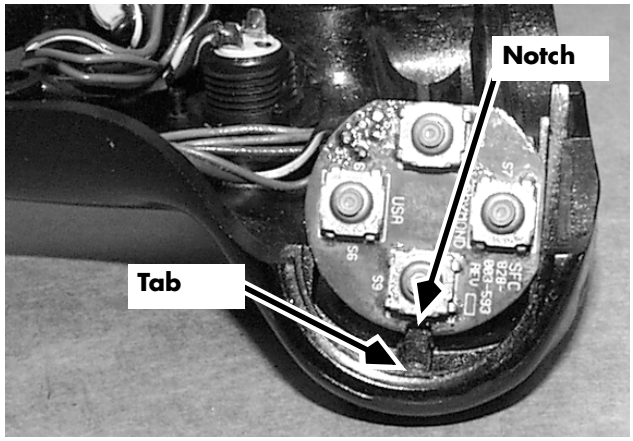

Figure 7-61: Tilt/Sideshift Switch Card (DS/DT/DZ cold storage)
2. Slide the tilt/sideshift switch card out of its slot. Note the notch on the outboard side of the card. See Figure 7-61.